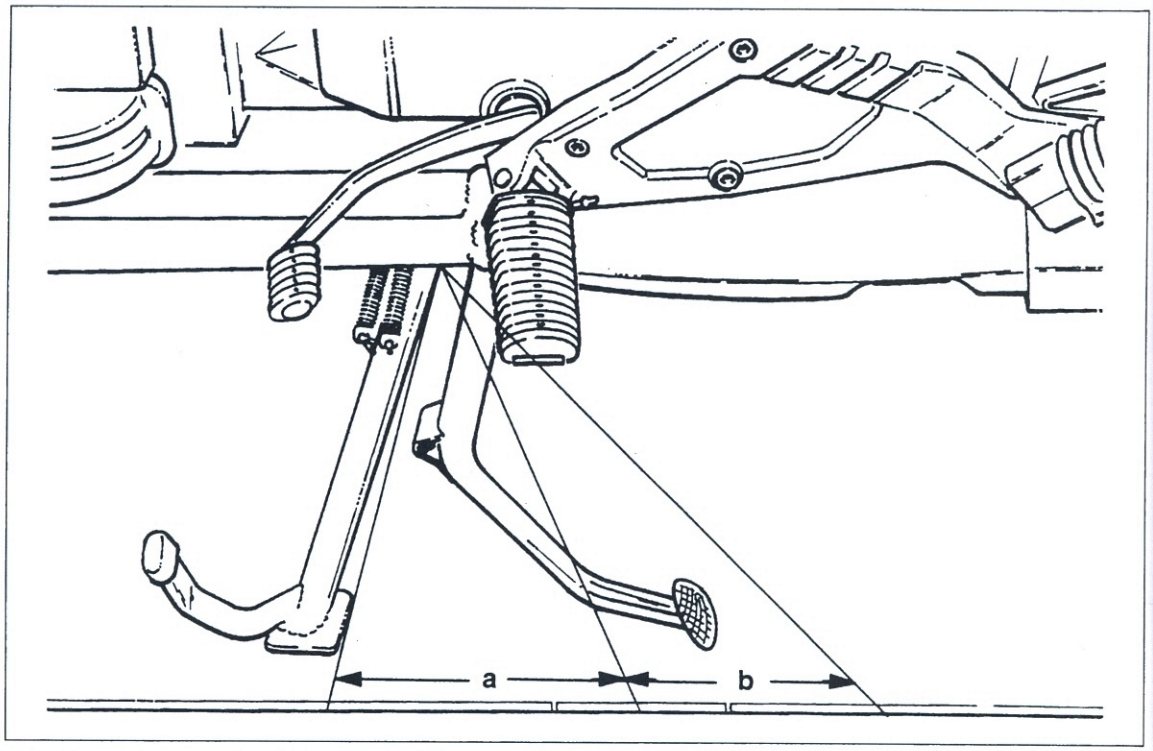

Bild 63
- 👁 Schaltfunktion des Seitenständers prüfen (Bild 63):
- Im Abstand «a» zweite Markierung und im Abstand «b» dritte Markierung anbringen (Bild 63).